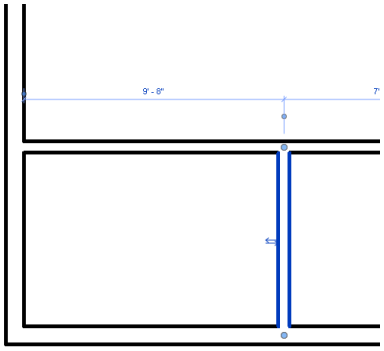
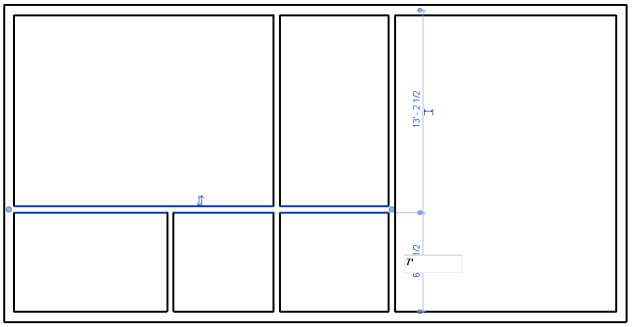

Figure 3-63 *The square dot moved*
Figure 3-65 *Entering the value to adjust the dimension of the horizontal interior wall*
f. Edit the interior walls location to achieve clear internal distances, refer to Figures 3-63 and Figure 3-65.
2. Three blue dots define the extents of the dimensions. Click on the dot on the extreme left; the dot and the dimension witness line move to the interior face of the exterior wall, as shown in Figure 3-63.
6. Now, click on the blue dots of temporary dimension from the lower external wall and the upper interior wall. Enter the value **7'(2134 mm)**, as shown in Figure 3-65, and press ENTER. On doing so, the interior wall is moved to the desired location. Now, press ESC to exit the **Modify | Walls** tab.
This completes the interior wall layout for the *Apartment 1* project, refer to Figure 3-65.